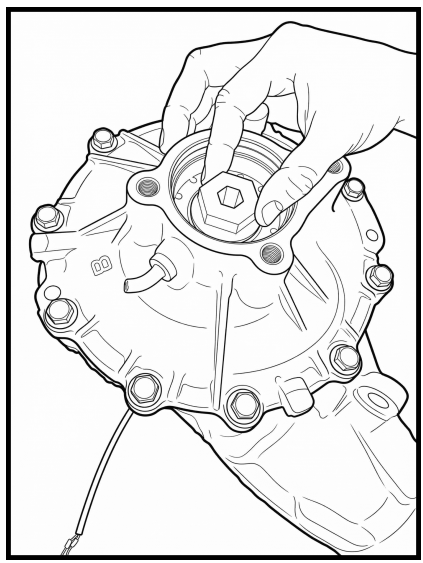

Рис. 35
3.10 Для регулировки люфта главной пары электроблокировку необходимо вращать. Поскольку в конструкции используется крестовина со сквозным отверстием, прежний способ вращения неприменим. В комплект входит специальный адаптер для регулировки зазора. Установите адаптер на шейку подшипника, убедившись, что его выступы входят в соответствующие пазы на шейке.**(Рис. 35)**. Вставьте шестигранный ключ в адаптер. Шестигранный ключ будет использоваться для вращения электроблокировки при измерении бокового зазора.